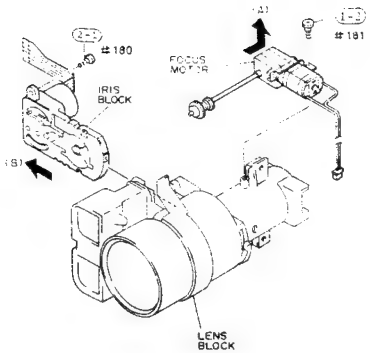

Fig. 2-103
2) Remove one (1) screw holding the focus motor. (See Fig. 2-103)
3) Remove the focus motor from the lens block in the direction of arrow (A).
1) Remove one (1) screw holding the iris block. (See Fig. 2-103)
2) Remove the iris block from the lens block in the direction of arrow (B).